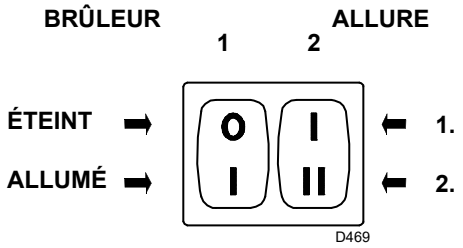
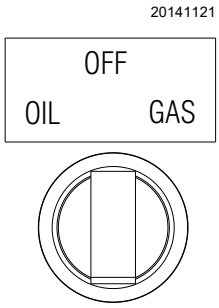

Fig. 33
Fig. 34
Maintenir le brûleur en mode de fonctionnement à 1re allure en plaçant l'interrupteur 2)(Fig. 33) en position 1re allure. Le réglage du volet du ventilateur s'obtient en agissant sur le levier orange du servomoteur («Réglage du servomoteur» à la page 33).
Placer l'interrupteur 2)(Fig. 33) en position 2e allure. Le réglage du volet du ventilateur s'obtient en agissant sur le levier rouge du servomoteur («Réglage du servomoteur» à la page 33).
Démarrer le brûleur en fermant les télécommandes, avec l'interrupteur 1)(Fig. 33) en position **« ALLUMÉ »** et avec le sélecteur de combustible en position « **FIOUL** » (Fig. 34).
Quand le fioul ressort par la vis 3)(Fig. 23 à la page 24) la pompe est amorcée. Arrêter le brûleur : interrupteur 1)(Fig. 33) en position «**ÉTEINT** » et visser la vis 3).
- ➤ l'interrupteur 1)(Fig. 33 à la page 30) en position « **BRÛLEUR ALLUMÉ** » ;
- ➤ l'interrupteur 2)(Fig. 33 à la page 30) en position « **1re ALLURE** » :
Mettre l'interrupteur 2)(Fig. 33) en position 2e allure : le servomoteur ouvrira le volet d'air sur la valeur précédemment réglée pour le fioul et commandera l'ouverture de la vanne de gaz de 2e allure VR2.
Mettre l'interrupteur 2)(Fig. 33) en position 1e allure : le servomoteur ouvrira le volet d'air sur la valeur précédemment réglée pour le fioul et commandera l'ouverture de la vanne de gaz de 1e allure VR1.